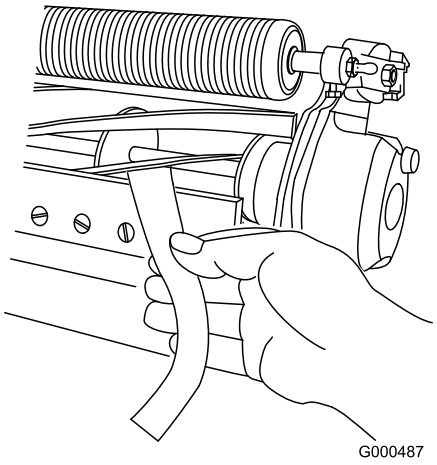

Figur 10
3. Sätt in en lång remsa tidningspapper i cylinderns ena ände, mellan cylindern och underkniven (Figur 10). Vrid cylindern långsamt framåt samtidigt som du
5. När inställningen är klar ska du kontrollera om cylindern kan nypa åt om ett papper när papperet förs in framifrån, och kan klippa papper när papperet förs in i rät vinkel i förhållande till underkniven (Figur 10). Det ska gå att klippa av papperet med minimal kontakt mellan underkniven och cylinderbladen. Om cylindern är för trög blir det nödvändigt att slipa eller fräsa klippenheten för att få de vassa eggar som krävs för finklippning (se Toros bruksanvisning för vässning av cylindrar).